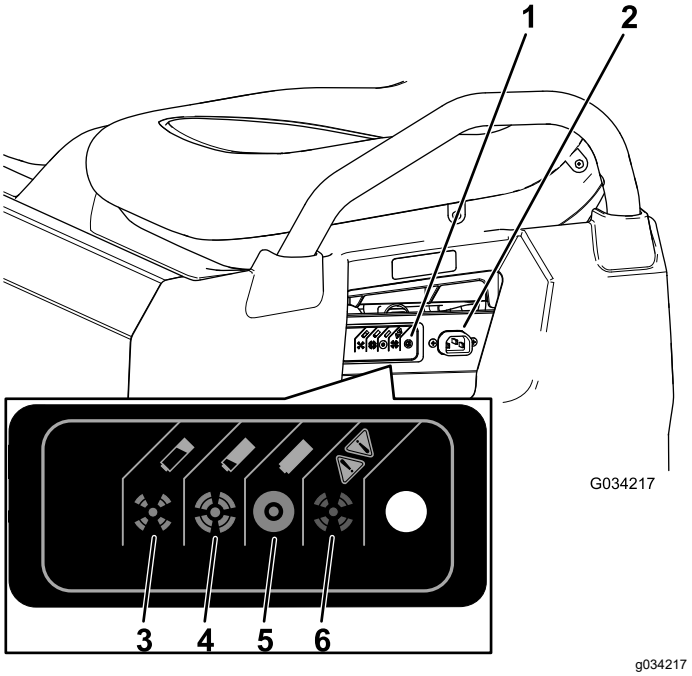

Figur 38
3. Tilslut en **16 måler (eller større diameter), 2,5 m eller kortere opladerledning** til opladningsfatningen på maskinen (Figur 38).
Se følgende tabel og Figur 38 for oplysninger om, hvad de forskellige farver på opladerens statuslampe betyder.